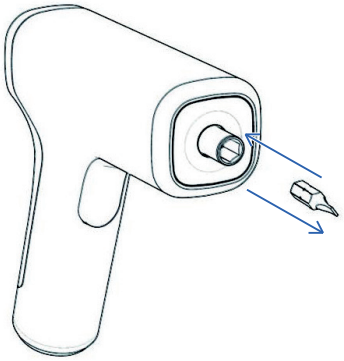

Abb. 2: Sechskant-Spannfutter
2. Zum Entfernen ziehen Sie das Bit oder die Bitverlängerung direkt heraus (Abb. 2).